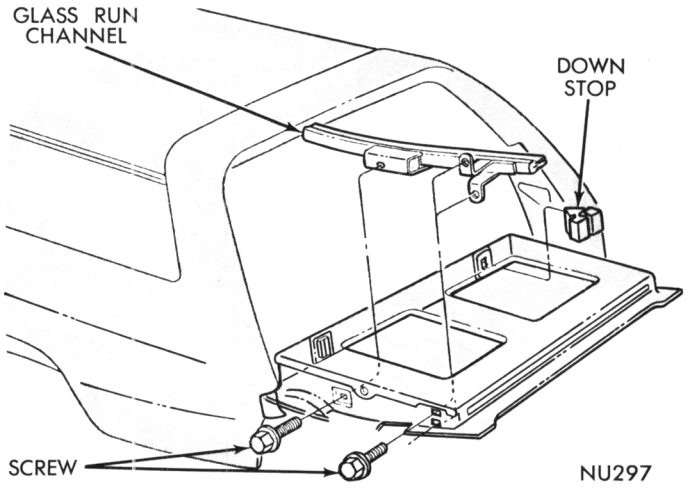

Fig. 88—Glass Run Channel
(2) Remove tail gate pillar to glass run channel screws (Fig. 88).
(3) Remove channel assembly through access holes in inner panel.